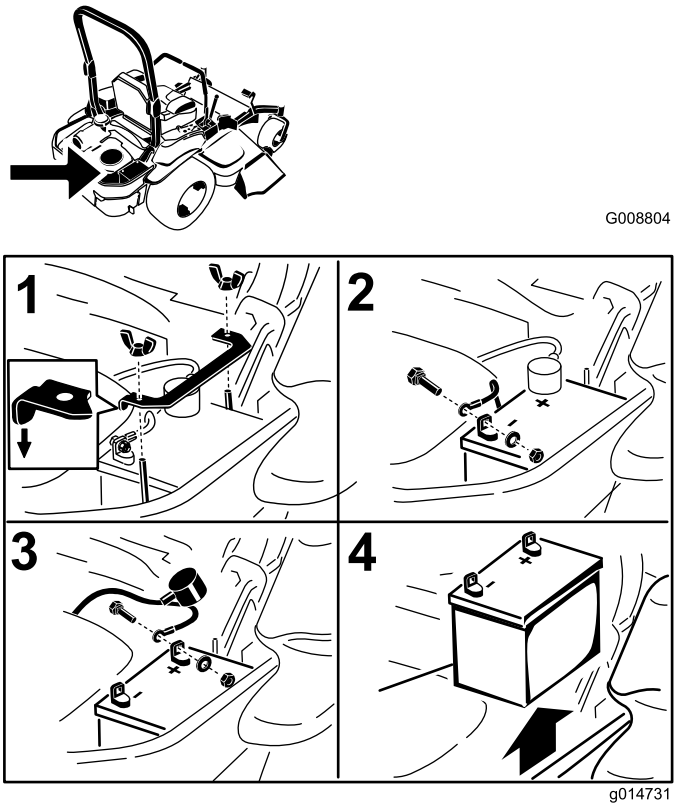

Figuur 58
3. Koppel eerst de minkabel (zwart) los van de minpool (-) op de accu (Figuur 58).
4. Schuif het rode stofkapje van de (rode) pluspool van de accu en verwijder de (rode) pluskabel (+) (Figuur 58).
5. Verwijder de vleugelmoeren waarmee de accuklem is bevestigd (Figuur 58).
6. Verwijder de klem (Figuur 58).
1. Plaats de accu in een bak met de accupolen van de hydraulische tank af (Figuur 58).
4. Bevestig de kabels met 2 bouten, 2 ringen en 2 borgmoeren (Figuur 58).
6. Bevestig de klem en zet deze vast met de vleugelmoer (Figuur 58).